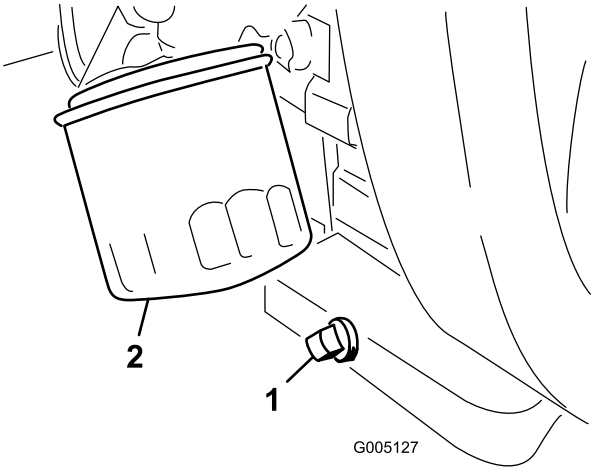

Figur 42
1. Fjern aftapningsproppen (Figur 42), og lad olien flyde over i aftapningsbeholderen. Monter aftapningsproppen igen, når olien holder op med at løbe.
2. Fjern oliefilteret (Figur 42).